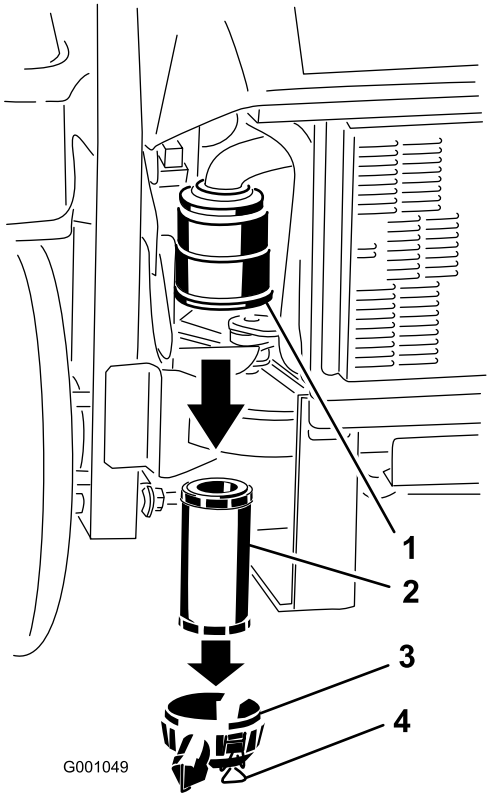

Rysunek 43
3. Zwolnij zaczepy znajdujące się na filtrze powietrza i zdejmij pokrywę filtra powietrza z obudowy filtra powietrza (Rysunek 43).
5. Delikatnie wysuń filtr powietrza z obudowy filtra powietrza (Rysunek 43). Nie pukaj filtrem o ścianki obudowy.